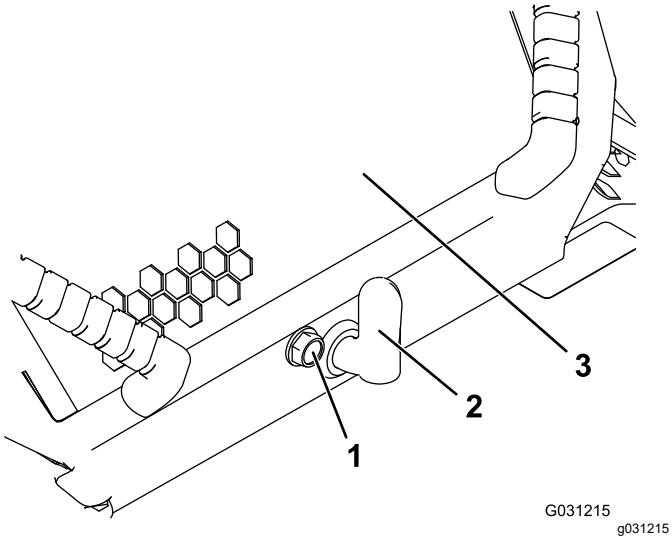

**Figur 32**
1. Lossa motorhuvens låsskruv (Figur 32)
2. Vrid motorhuvsspärren medurs (Figur 32).
3. Lyft upp handtagen och sväng huven uppåt (Figur 32).
3. Dra åt motorhuvens låsskruv och fäst spärren (Figur 32).